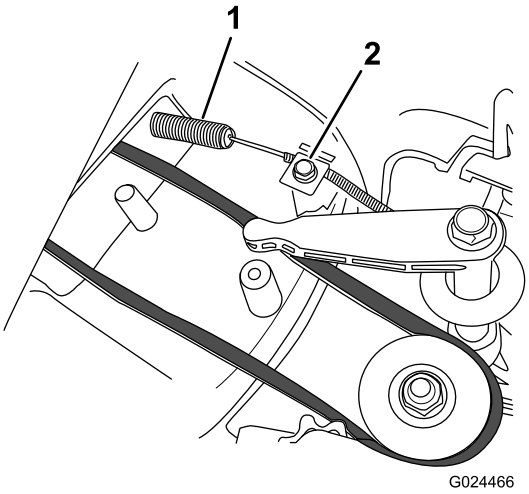

**Rysunek 27**
2. Zamontuj nową linkę hamulca ostrza, ale nie dokręcaj zacisku linki w górnej części obudowy kosiarki (Rysunek 27).